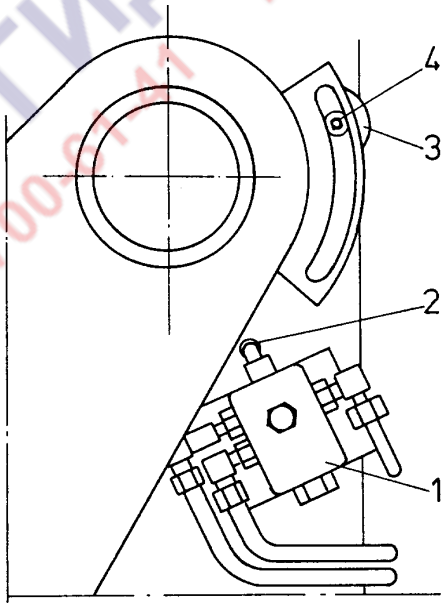

Рис. 4.19. Ограничитель высоты подъема стрелы
4.16.2. ОГРАНИЧИТЕЛЬ ВЫСОТЫ ПОДЪЕМА СТРЕЛЫ (РИС. 4.19.)